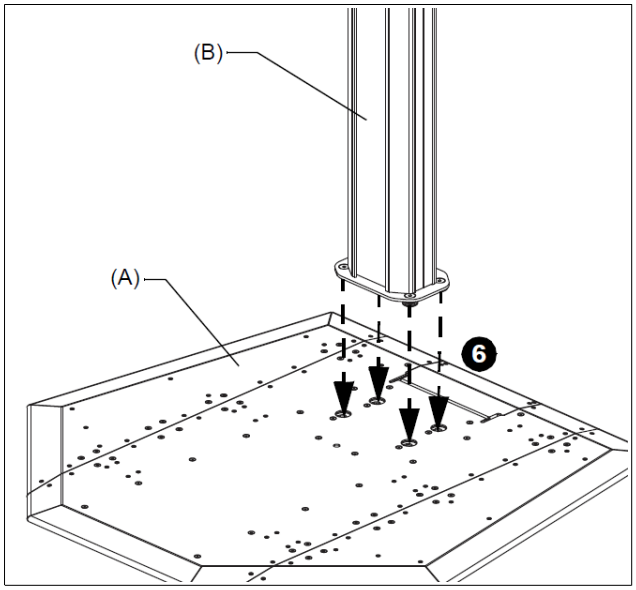

図 5
6. 前面プレートがベースの前面を向くように、ベースに取り付け穴がある列を合わせ、所定の位置に下ろします。（図 5）
PSBU 図5